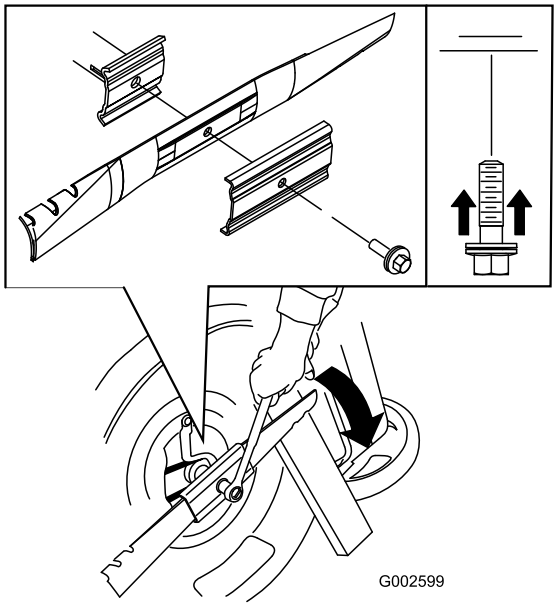

Figur 38
3. Håll kniven stilla med hjälp av en träkloss (Figur 38).
4. Ta bort kniven och spara alla monteringsdelar (Figur 38).
5. Sätt fast den nya kniven och alla monteringsdelar (Figur 38).